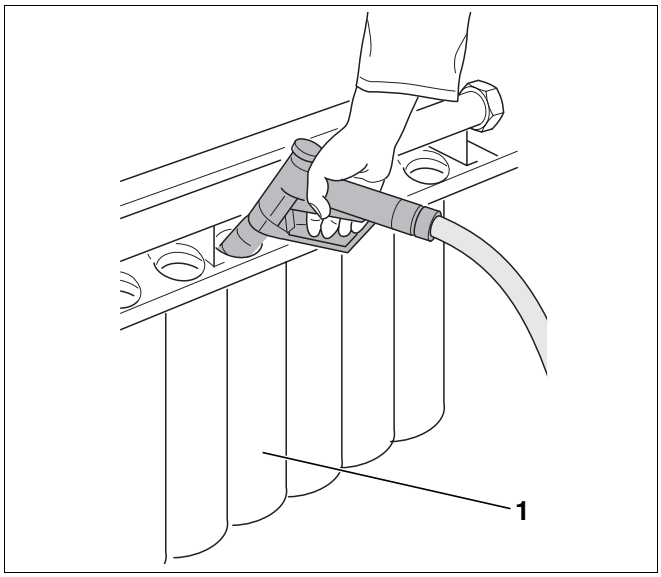

Afb. 21 Gasbrander reinigen
- Spoel de branderstaven (afb. 21, **pos. 1**) eerst langs boven met een waterstraal af, spuit nadien de sleuven langs voor af.
- Plaats de gasbrander verticaal op de branderstaven (afb. 21, **pos. 1**).
- Spoel de binnenkant van de branderstaven (afb. 21, **pos. 1**) uit met een waterstraal en wacht tot het water door de brandersleuven gelopen is.